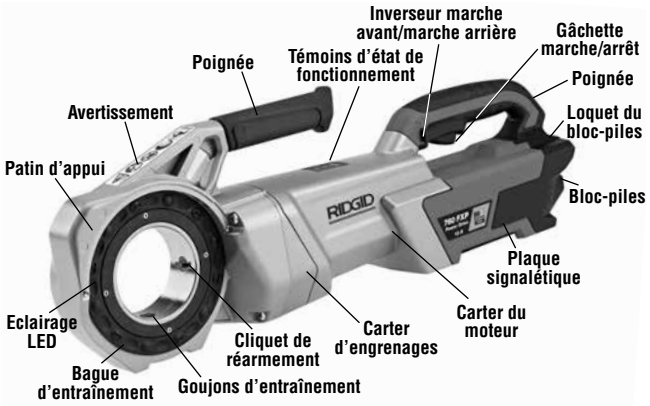

Figure 1 – Système d'entraînement 760 FXP Power Drive
- Fonctionnement approprié des commandes *(Figure 1)*.
- Présence et lisibilité de l'avertissement *(Figure 1).*